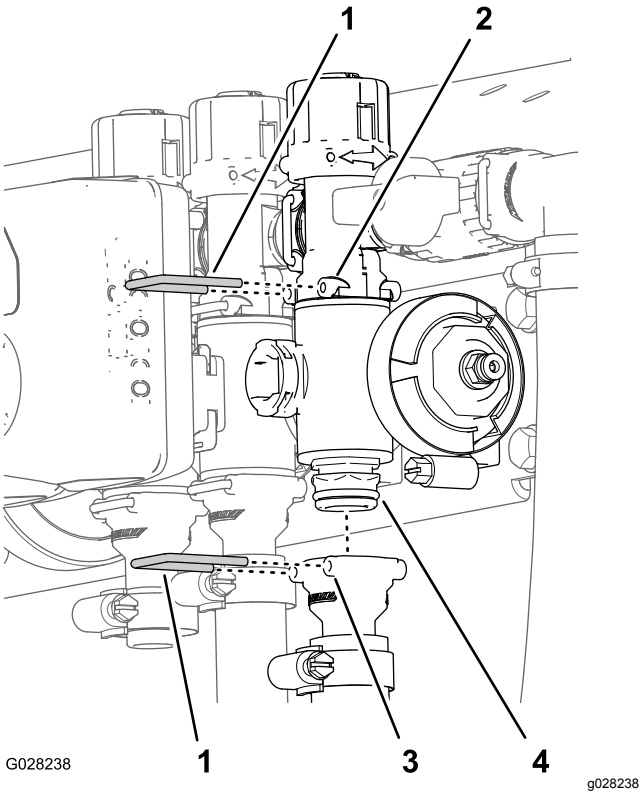

Figur 95
2. Ta bort hållarna som fäster utloppskopplingen vid sektionsventilens grenrör och ventilgrenröret vid överströmningskopplingen (Figur 95).